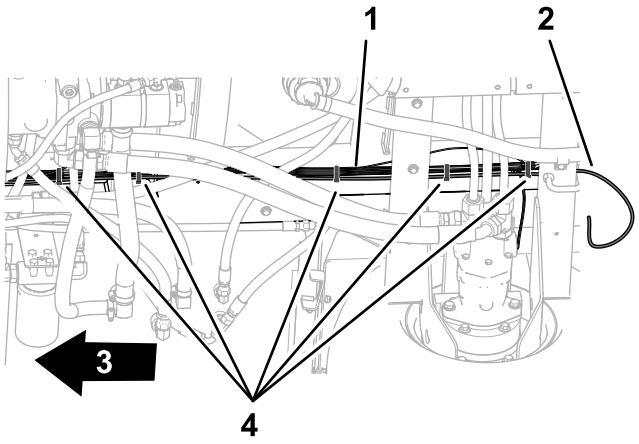

Figur 93
1. Dra tryckgivarröret för instrumentbrädans mätare längs det bakre kablaget (Figur 93).